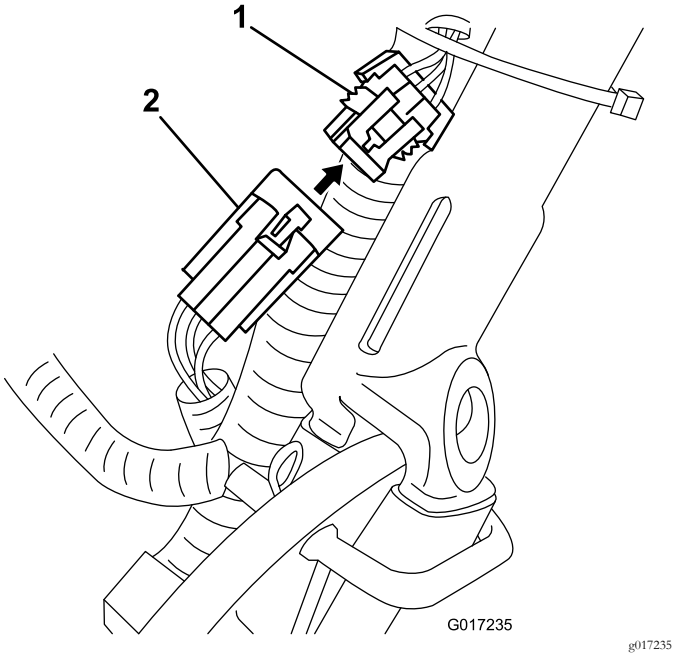

Rysunek 16
3. Odłącz od akumulatora niewielkie złącze służące do podłączenia do wiązki przewodów maszyny od głównej wiązki przewodów (Rysunek 16).
14. Poprowadź przewody zestawu do wiązki przewodów maszyny pod i za główną wiązką po lewej stronie maszyny i podłącz niewielkie złącze 6-stykowe do pasującego złącza głównej wiązki przewodów w sposób pokazany na Rysunek 16.